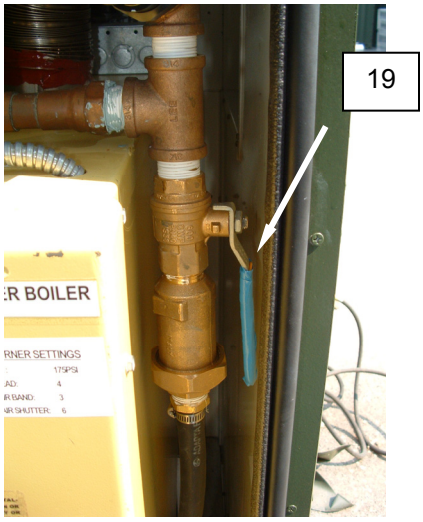

Figure 14. Boiler Water Inlet Drain Valve (V-38).
14. Open the boiler water inlet drain valve V-38 **(Figure 14, Item 19)**.